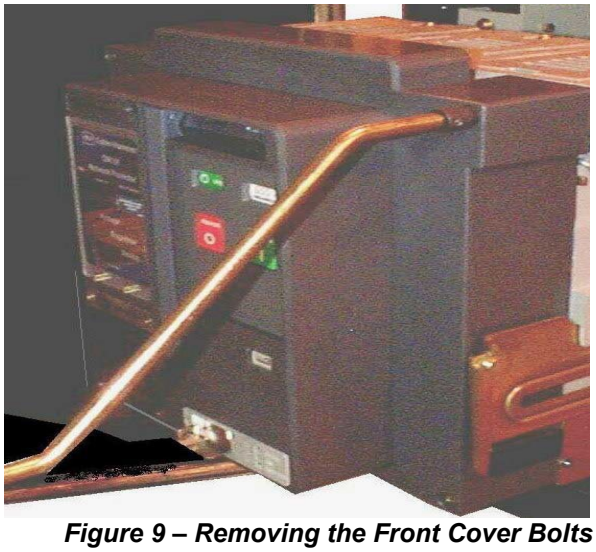

Figure 9 – Removing the Front Cover Bolts
8. Insert the 10mm socket on the crank and remove the front cover bolts. See Figure 9.